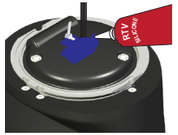

Abbildung 4
3. ***(Nur Coapt-Installationen)*** Es ist wichtig, die Löcher, über die die Kabel durch die Zugentlastungsscheibe geführt werden, vor der Endmontage der Fassung zu versiegeln. Tragen Sie RTV-Silikon über der Zugentlastungsöffnung, der Kabelbinderöffnung und den Kabeln auf (Abbildung 4).